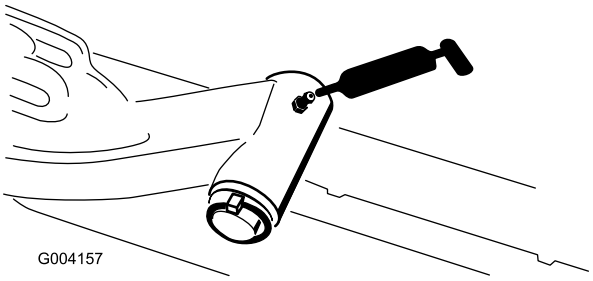

Figur 44
- Løftearmenes drejeaksel (1 hver) (Figur 44)